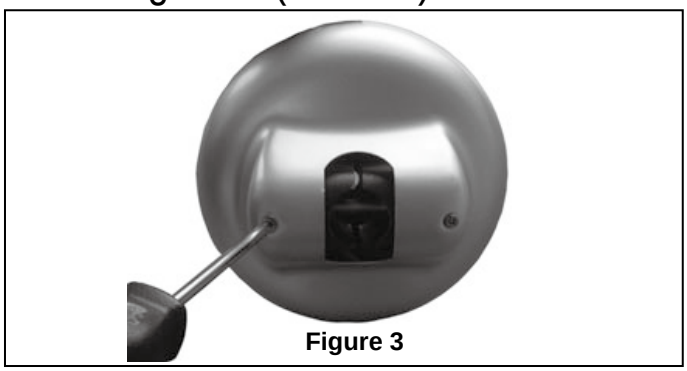

Figure 3
5. Disassembly the hanger bracket and ceiling canopy. (Figure 3)